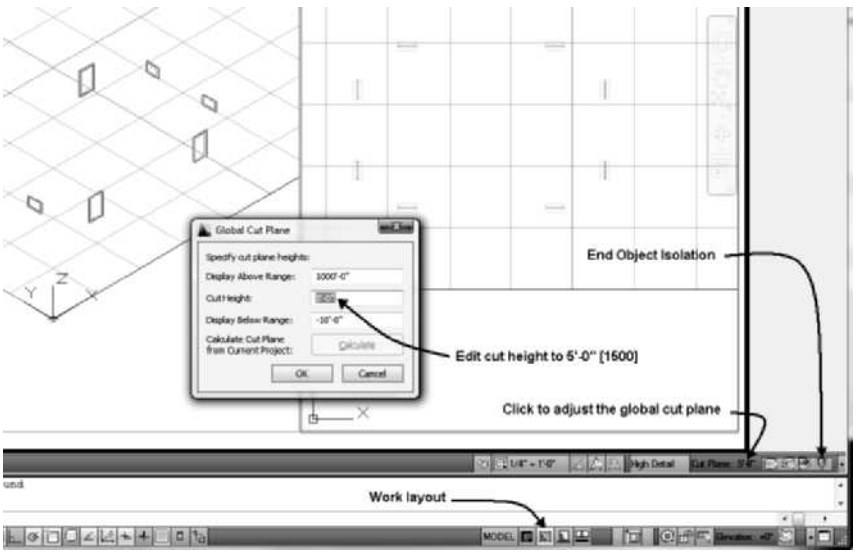

FIGURE 1.57 *Global Cut Plane modified for display configuration*
8. Select the **Work** layout from the **Application** status bar as shown in Figure 1.57, and click on the right viewport. Choose ¼" = 1'-0" [1:50] from the Viewport Scale flyout of the Drawing Window status bar.
11. There are eight windows shown in the left viewport; however, only four windows are shown in the plan view of the right viewport. If you adjust the cutting plane height of display configuration, the missing windows of the right viewport will display. Click on the right viewport and choose **Cut Plane** in the Drawing Window status bar to open the **Global Cut Plane** dialog box shown in Figure 1.57. Type **5' [1500]** in the Cut Height field. Click OK to dismiss the Global Cut Plane dialog box.